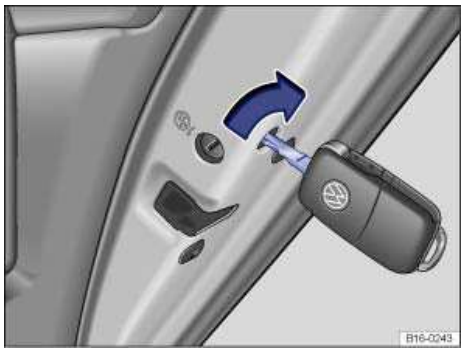

Fig. 155 On the front side of the right rear door: Locking the vehicle with the key bit in the vehicle key.
- Insert the key bit into the slot ⇒ fig. 155. On the passenger side doors, turn the key clockwise. On the driver side rear door, turn the key counterclockwise. If there is a colored lever instead of a slot, press the colored lever forward.